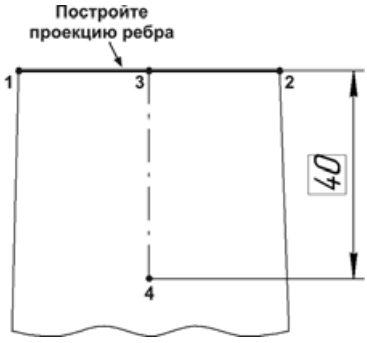

Рис. 6.34
- Создайте новый эскиз на плоскости **ZX** (горизонтальной плоскости), установите ориентацию **Сверху** и увеличьте участок модели вокруг узкой грани (рис. 6.34).